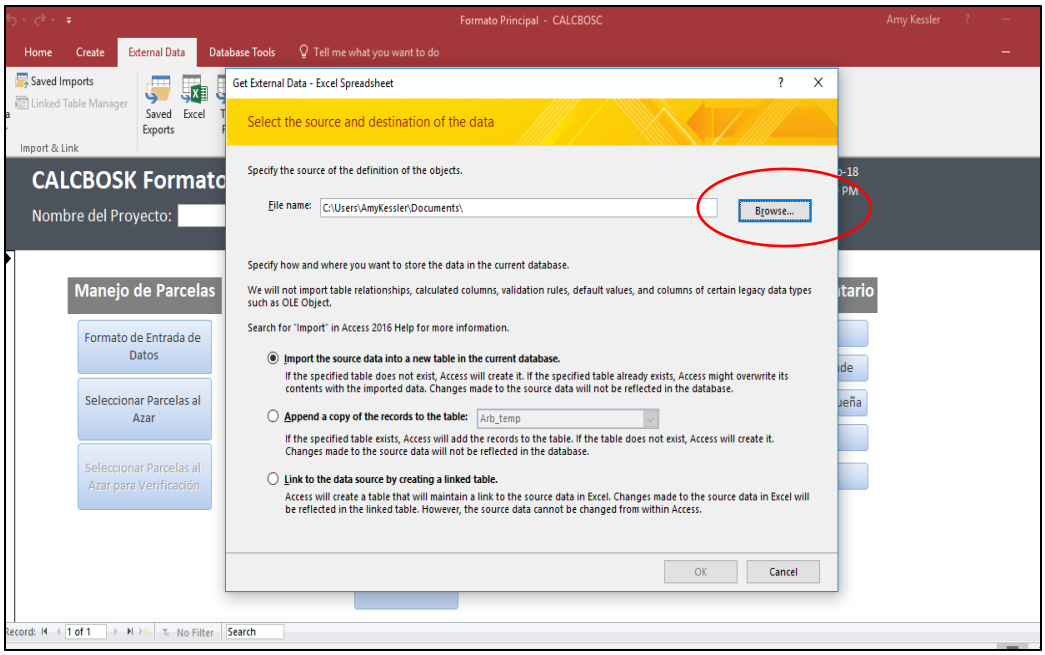

Figure 56. Importing an Excel Document Step 2
4.2 A screen will popup, click [Browse] and locate the correct excel document (Figure 56).